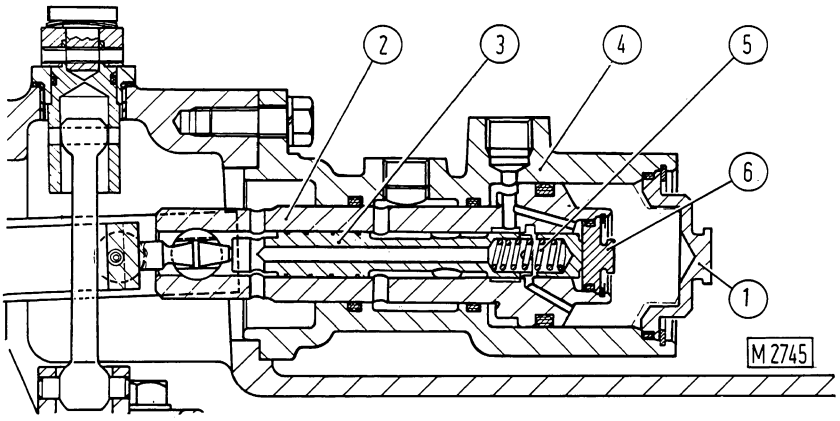

Fig. 12-14 - Longitudinal section of power brake cylinder.
Take off plug (1, fig. 12-14) and withdraw piston (2).
Lubricate and reassemble each cylinder in accordance with fig. 12-14 remembering to: